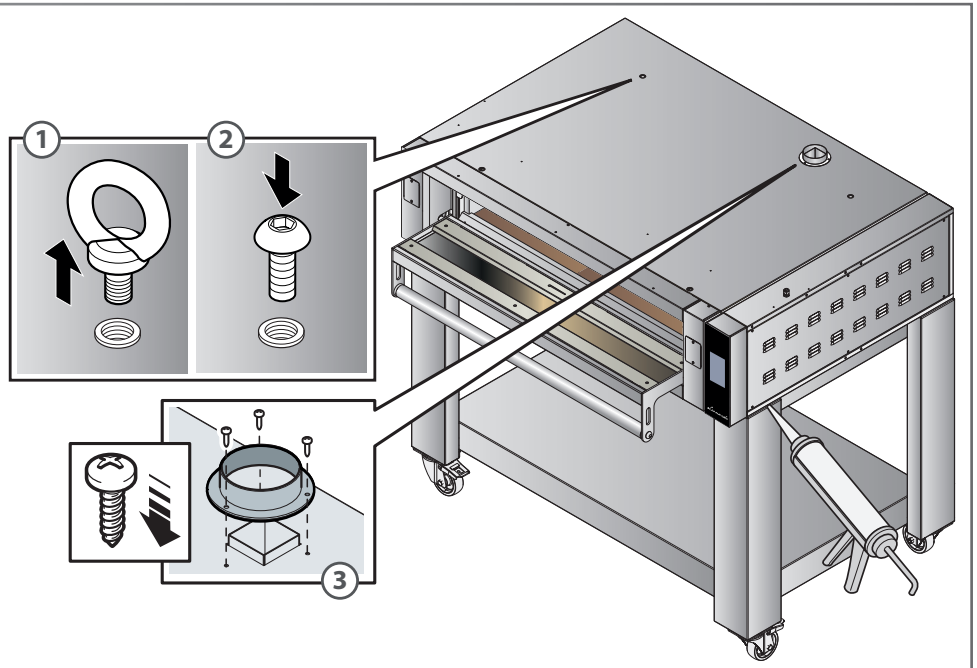

Abb.8.
▶ **Abb.8.**
A dürfen KEINE weiteren Backöfen übereinander installiert werden, beachten Sie die Abbildung ▶ **Abb.8.**